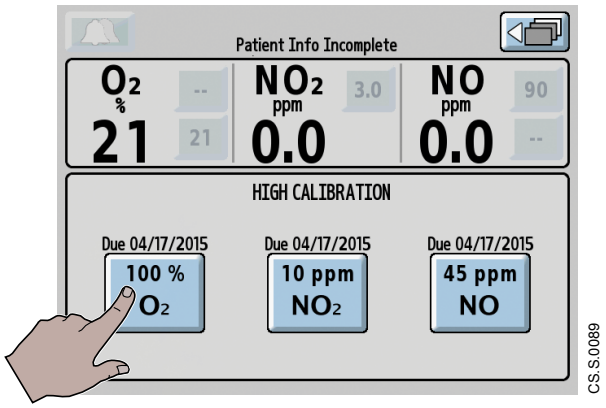

Figure 5-8 Selecting High Calibration for O_2
3. At the **High Calibration screen**, select the **100% O_2 button** (Figure 5-8).